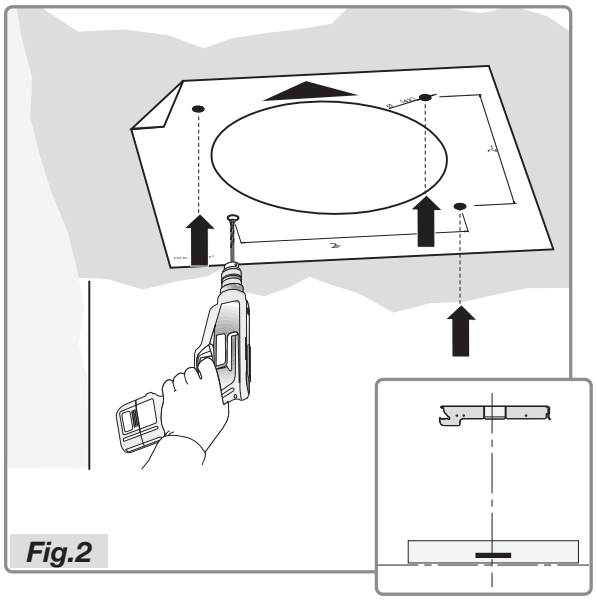

Fig.2
- Placer le modèle des trous sur le plafond avec une flèche placée sur le même côté que les commandes de la hotte (Fig.2).